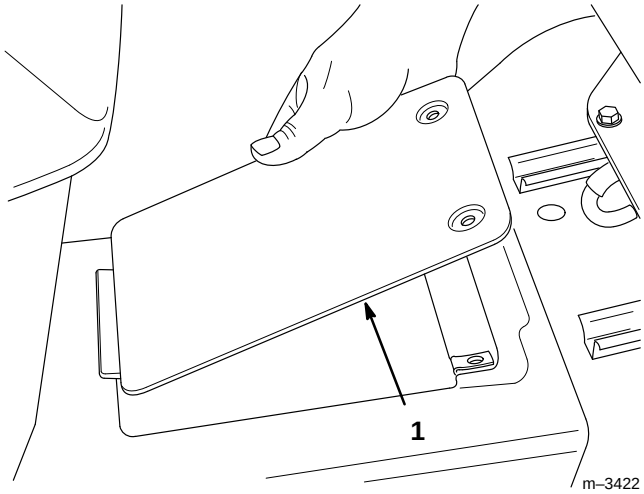

Figure 36
3. Dévisser les deux vis et soulever la trappe d'accès à l'arbre de transmission, sur le tunnel du tracteur, près du siège (Fig. 36).